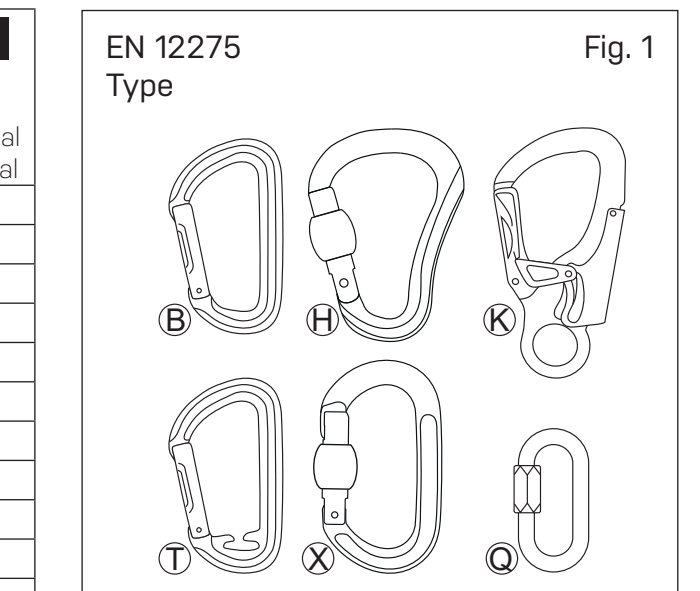
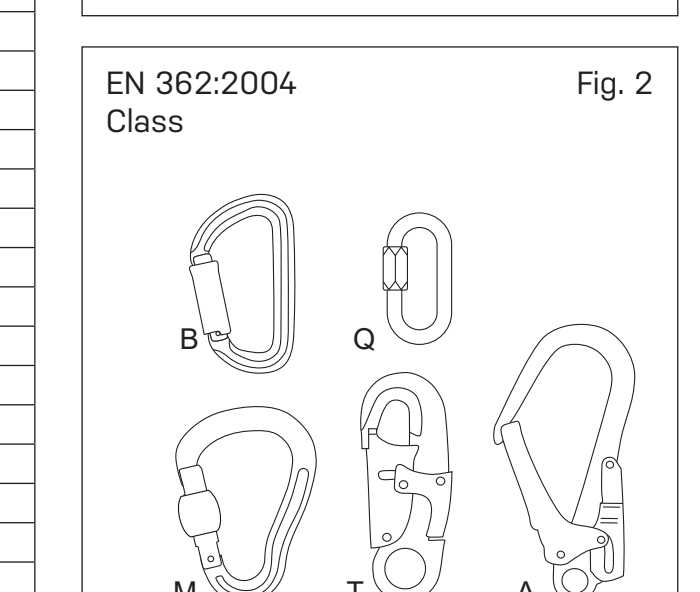

Fig. 1
Fig. 2
Types of connectors for mountaineering (EN 12275), fig. 1:
Types of connectors for personal protection (EN 362), fig. 2:
1) OCÚN = Manufacturer logo, 2) Model, 3) CE is the conformity mark that means the product complies with the applicable EU legislation, 4) After the CE mark ____ is the number of the notified quality inspector or person supervising quality control of the production process, 5) Carefully read and understand the instructions for use, 6) Minimum strength in kN guaranteed by the manufacturer (along longitudinal axis, transverse axis, longitudinal axis - gate open), 7) UIAA - Safety Label certificate, 8) Applicable EU standards EN 12275, possibly EN 362:2004/_ (:2004 designates year the standard was issued, slash is followed by class letter), 9) Serial number: YYBBBXXX (YY = year of manufacture, BBB = Batch number, XXX = Individual number), 10) Circled letter B, H, K, T, X or Q indicates the type of carabiner according to EN 12275 (fig.1), 11) UKCA is the conformity mark that means the product complies with the applicable UK legislation, 12) After the UKCA mark is the number of the Approved body performing the UKCA type examination and production control of this product.
1) Model, 2) Number of the notified quality inspector or person supervising quality control of the production process, 3) Type of carabiner according to EN 12275 (fig.1), 4) Class of connector according to EN 362:2004 (fig.2), 5) A [mm] - Max. dimensions of open gate, 6) Basic material (AL / ST)
Arten von Karabiner fürs Bergsteigen (EN 12275), Abb. 1: